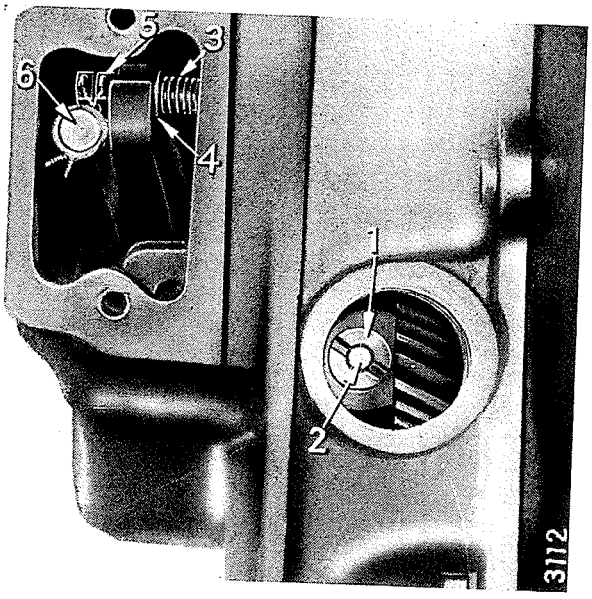

Bild 134
Die Schleppfedereinstellmutter (5), Bild 134, wird nur noch durch die Kontermutter gesichert und nicht mehr plombiert. Die neuen Muttern haben deshalb keine Bohrungen mehr.